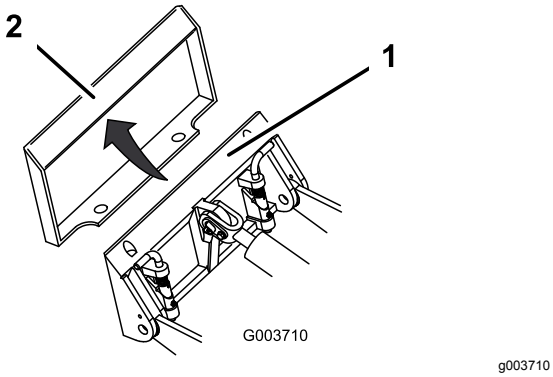

Figur 15
4. Stick in fästplattan i det övre fästet på redskapets kopplingsplatta (Figur 15).